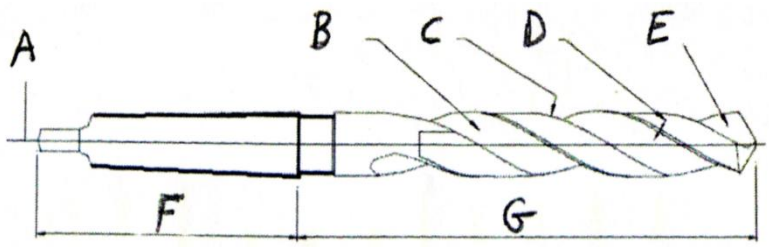

FIGURE 3
9.1 Name the different parts of a taper HSS drill labelled A to G in FIGURE 3 Below by writing only the answer next to the letter (A–G) in the ANSWER BOOK.